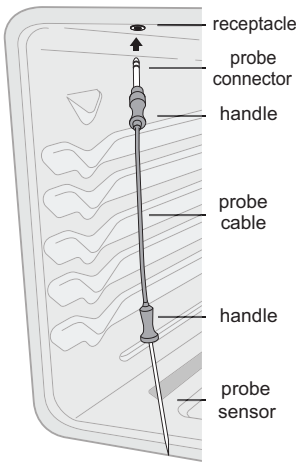

**Figure 23: Probe receptacle insertion**
The probe receptacle is located at the top of the oven cavity as shown in Figure 23.
**⚠ CAUTION** Handle the meat probe carefully when inserting and removing from food or probe receptacle. Do not use kitchen utensils, such as tongs, to pull on meat probe cable when inserting or removing from food or receptacle. Use the provided handle, as shown in Figure 23. To avoid possibility of burns after cooking, carefully unplug meat probe using a pot holder to protect hands.